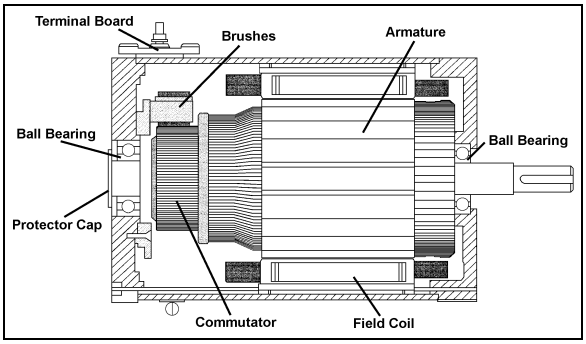

FIGURE 30: CONDENSER FAN MOTOR 22234
2. Unscrew the flange retaining screws on the shaft end side (opposite to the commutator end frame), and separate flange from frame (Fig. 30).